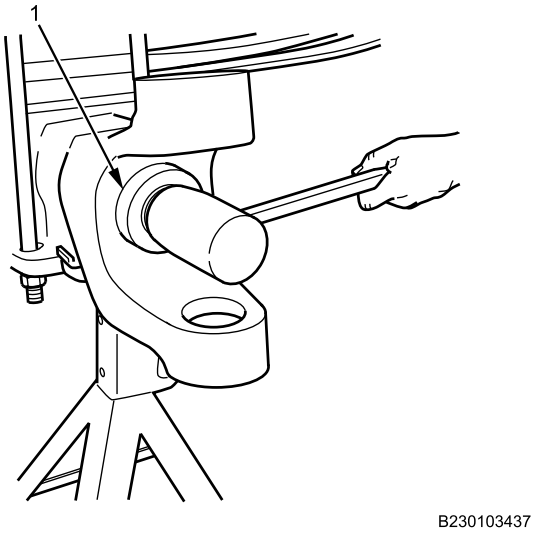

Figure 5. Axle Shaft Oil Seal Installation.
1. Using cup-type seal installer (Figure 5, Item 1), seat new axle shaft oil seal in axle housing.